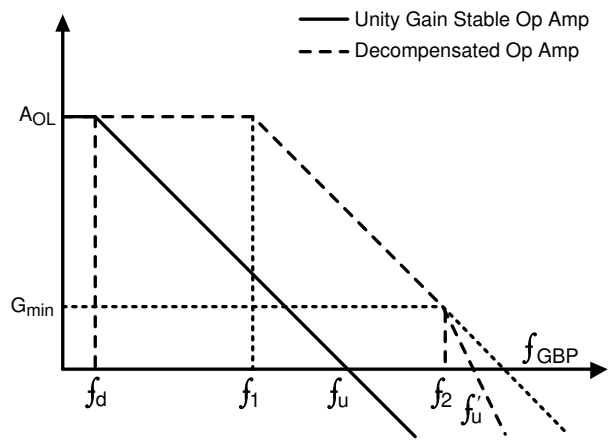

Figure 8-5. Gain vs Frequency Characteristics for a Unity-Gain Stable Op Amp and a Decompensated Op Amp
As shown in Figure 8-5, the dominant pole f_d is moved to the frequency f_1 in the case of a decompensated op amp. The solid A_{OL} plot is the open-loop gain plot of a traditional unity-gain stable op amp. The change in internal compensation in a decompensated amp such as the OPAx607, increase the bandwidth for the same amount of power. That is, the decompensated op amp has an increased bandwidth to power ratio when compared to a unity-gain stable op amp of equivalent architecture. Besides the advantages in the above mentioned parameters, an increased slew rate and a better distortion (HD2 and HD3) value is achieved because of the higher available loop-gain, compared to its unity-gain counterpart. The most important factor to consider is ensuring that the op amp is in a noise gain (NG) greater than G_{min}. A value of NG lower than G_{min} results in instability, as shown in Figure 8-5, because the 1/ß curve intersects the A_{OL} curve at 40 dB/decade. This method of analyzing stability is called the *rate of closure method*. See the precision lab training videos from TI for a better understanding on device stability and for different techniques of ensuring stability.